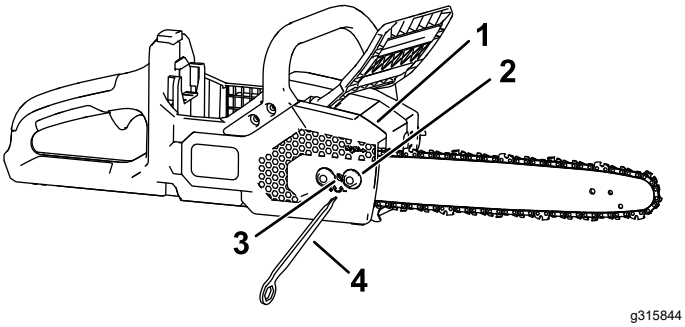

**Figuur 28**
5. Draai de verliesvrije moeren op het zijdeksel los met het universele gereedschap, maar verwijder het zijdeksel niet (Figuur 28).
7. Stel de kettingspanning in met het universele gereedschap, zet het zijdeksel dan vast op de kettingzaag door de verliesvrije moeren aan te draaien (Figuur 28).
2. Verwijder het zijdeksel door de 2 verliesvrije moeren van het deksel los te draaien (Figuur 28).
3. Neem de spanning van de ketting door de kettingspanknop naar links te draaien (Figuur 28).